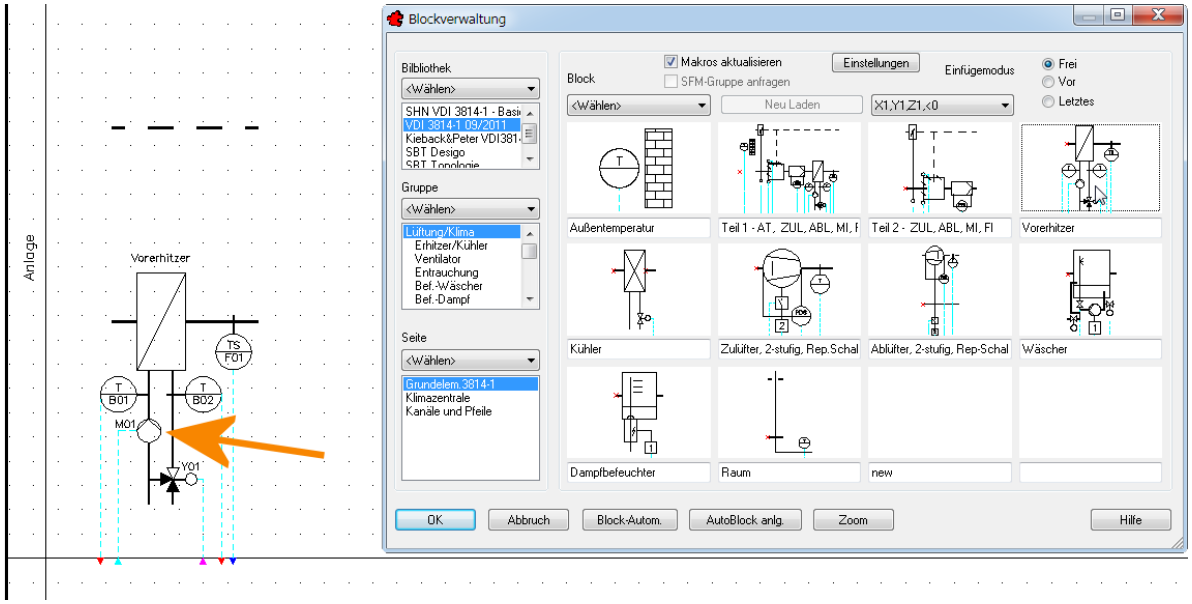
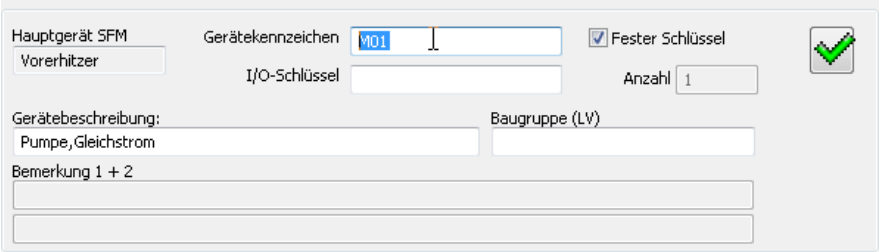

Bild 24.19 – Einfügen des Vorerhitzers ins Automationsschema
Bild 24.34 – Das Gerätekennzeichen, wie es im Benutzerschlüssel erscheint
- Öffnen Sie die *Blockverwaltung* aus dem Menü *TRIC*. Führen Sie einen Doppelklick auf das Bild des *Vorerhitzers* aus, so können Sie diesen im Blockmodus in die Zeichnung einfügen (Abb. 24.19).
- Führen Sie einen Doppelklick auf das betreffende Gerät im Automationsschema aus, hier die Pumpe *M01* des Vorerhitzers (vgl. Abb. 24.19, Pfeil). Das Dialogfeld *Bearbeiten* erscheint.
- Führen Sie einen Doppelklick auf das betreffende Gerät – hier die Pumpe *M01* des Vorerhitzers – aus (vgl. Abb. 24.19, Pfeil). Das Dialogfeld *Bearbeiten* erscheint.
- führen Sie einen Doppelklick auf das betreffende Gerät – im Beispiel die Pumpe *M01* des Vorerhitzers – aus (vgl. Abb. 24.19, Pfeil). Das Dialogfeld *Bearbeiten* erscheint.
- führen Sie einen Doppelklick auf das betreffende Gerät im Automationsschema aus, hier die Pumpe *M01* des Vorerhitzers (vgl. Abb. 24.19, Pfeil). Das Dialogfeld *Bearbeiten* erscheint.
- Führen Sie einen Doppelklick auf das betreffende Gerät im Automationsschema aus, hier die Pumpe *M01* des Vorerhitzers (vgl. Abb. 24.19, Pfeil). Das Dialogfeld *Bearbeiten* erscheint. Wechseln Sie zur Rubrik *Funktionsliste* (Abb. 24.34).